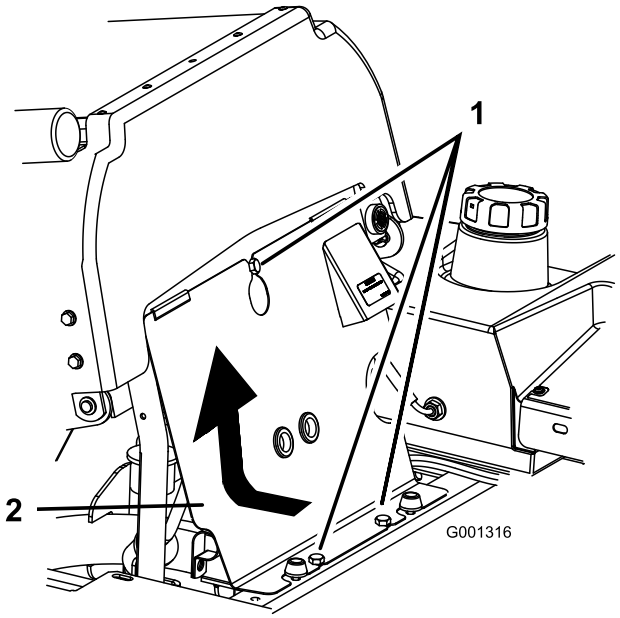

Figur 35
1. Vip sædet frem, løsn boltene, og fjern motorens frontpanel (Figur 35).